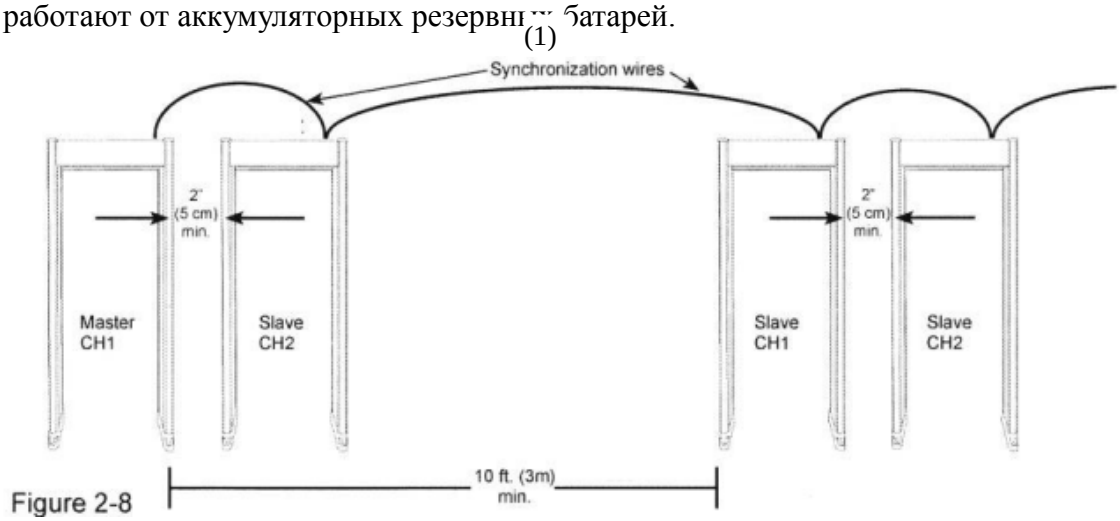

Рис.2-8.(1)-Провода синхронизации; Master=Мастер; Slave=Подчиненный.
- **Все детекторы имеют** 33 зоны (См. рис. 2-8.)